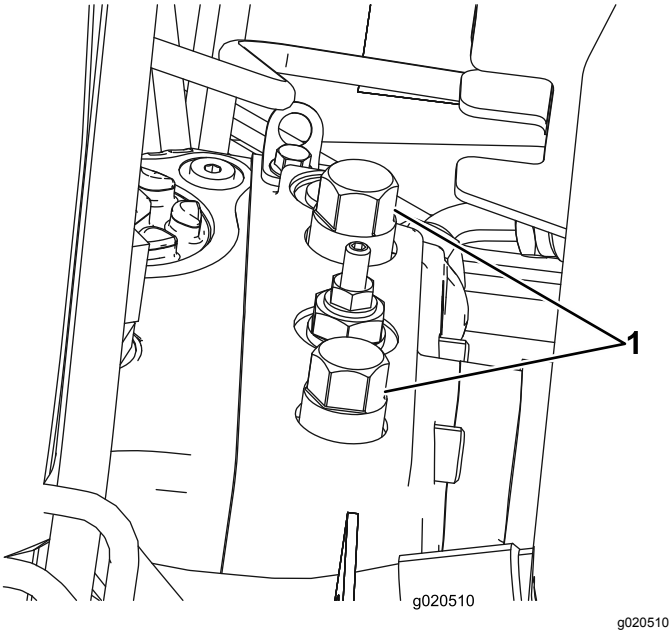

**Figuur 40**
1. Open de motorkap en zoek de omloopkleppen (Figuur 40) bovenaan de pomp, achter de accu en het opslagcompartiment.